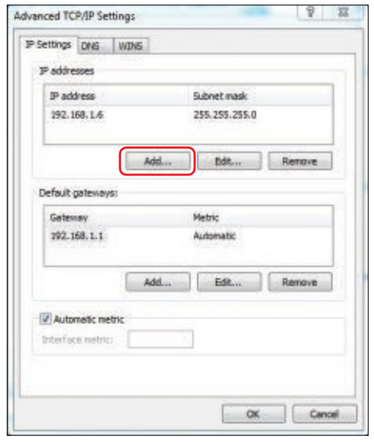

Fig. 6.8
(2) To add new IP address, click “Add” as indicated in Fig. 6.8.